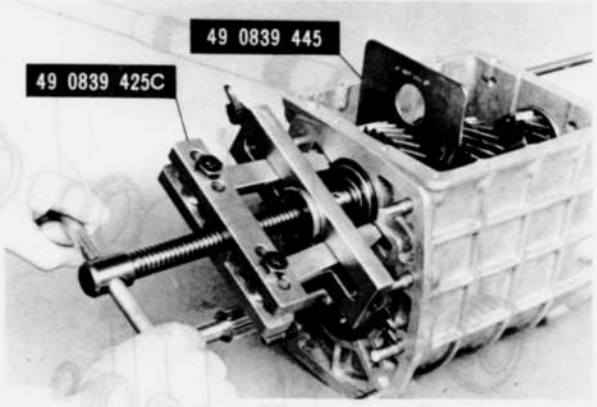

Fig. 7–6 Removing counter shaft front bearing
22. Using the **puller** (49 0839 425C) as shown in Fig. 7–6, remove the counter shaft front bearing.